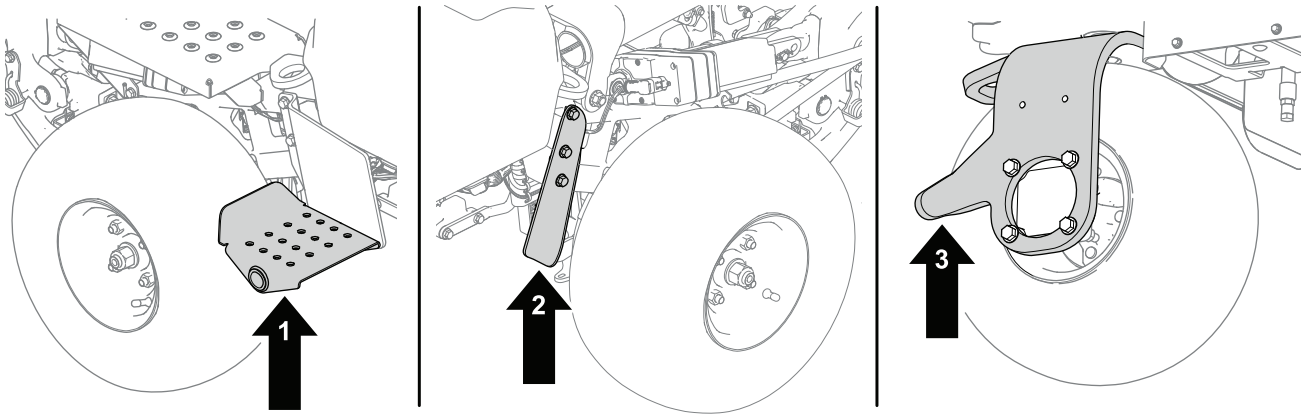

Bild 40
1. Stellen Sie einen Achsständer unter den gewünschten Anhebepunkt (Bild 40):